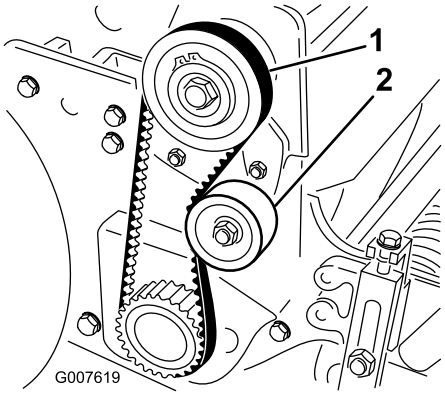

Figur 42
2. Kontrollera spänningen genom att trycka ned remmen mellan de två skivorna (Figur 42) med en kraft på 18–22 Nm. Remmen ska böjas ned 6 mm.
A. Lossa fästmuttern på mellanremskivan och sväng mellanremskivan medsols mot remmens baksida tills önskad remspänning erhålls (Figur 42).